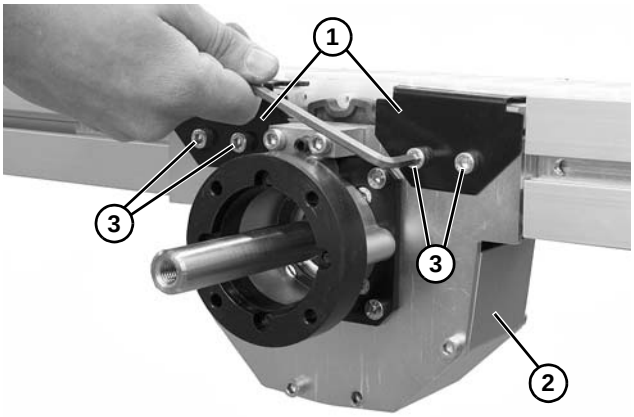

Figure 31
7. Install belt hold down tabs **(Figure 31, item 1)** to drive assembly **(Figure 31, item 2)** using four socket head screws **(Figure 31, item 3)**.